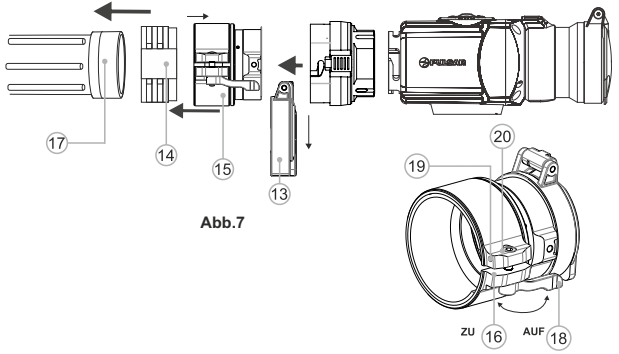

Abb.7
- Bringen Sie den Adapter mit dem eingesetzten Übergangsring an das Objektiv **(17)** des Tageslichtgerätes an **(Abb.7)**.
- Bringen Sie den Hebel **(18)** von der Position **"AUF"** in die Position **„ZU" (Abb.7)**.